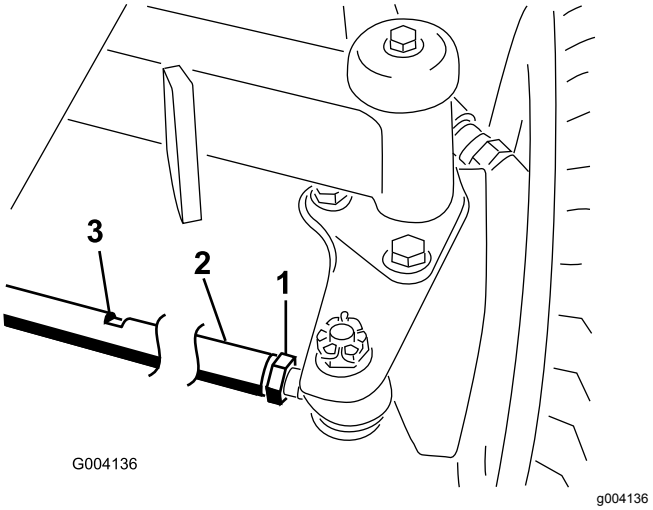

Figuur 90
2. Draai de contramoeren aan de uiteinden van de trommel van de tractiestang los (Figuur 90).